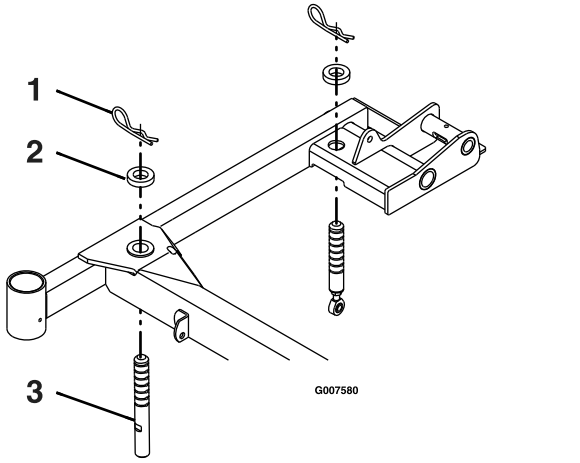

Figure 25
4. Verify all hairpins are in the 3 inch deck height holes with the spacers under the hair pins (Figure 25).